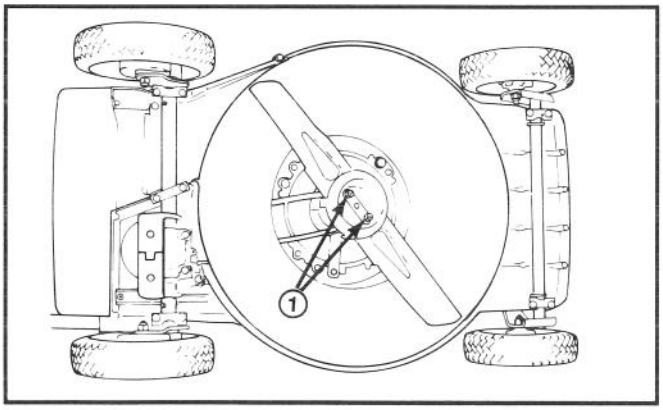

Afbeelding 22
3. Zet de maaimachine op zijn linkerzijkant (Afb. 22). Zorg dat het mes niet draait daar dit tot problemen bij het starten kan leiden.
5. VERWIJDEREN VAN HET MES—Pak het mesuiteinde met een doek of dikke gewatteerde handschoen. De 2 moeren, 2 sluitringen, afdekkop en snijmes verwijderen (Afb. 22 en 24).